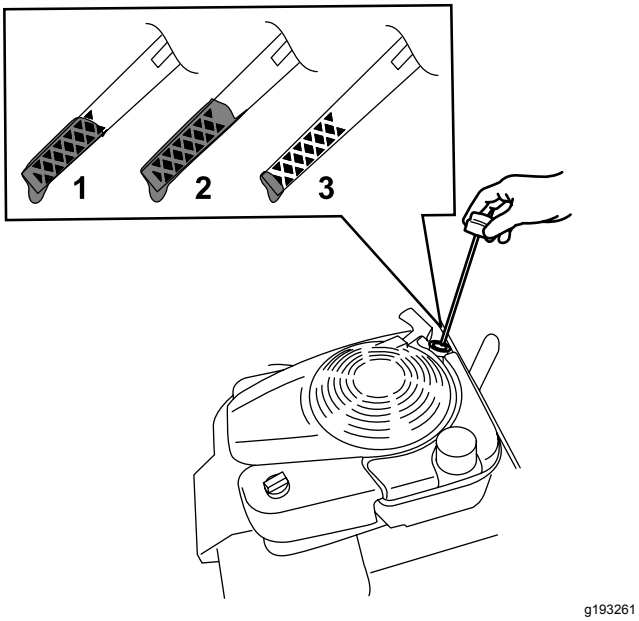

Bild 32
3. Entfernen Sie den Peilstab, indem Sie den Deckel nach links drehen und herausziehen (Bild 32).
10. Lesen Sie den Ölstand am Peilstab ab. (Bild 32)